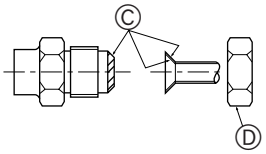

Fig. 5-4
Ⓐ (Fig. 5-4)
Ⓑ (Fig. 5-4)
5.5. Connexion des tuyaux (Fig. 5-4)